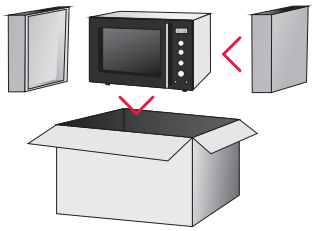

rys. 2
- Dodatkowe wzmocnienia i usztywnienia powinny znajdować się na rogach i krawędziach szczególnie narażonych na uszkodzenia **(rys. 2)**.